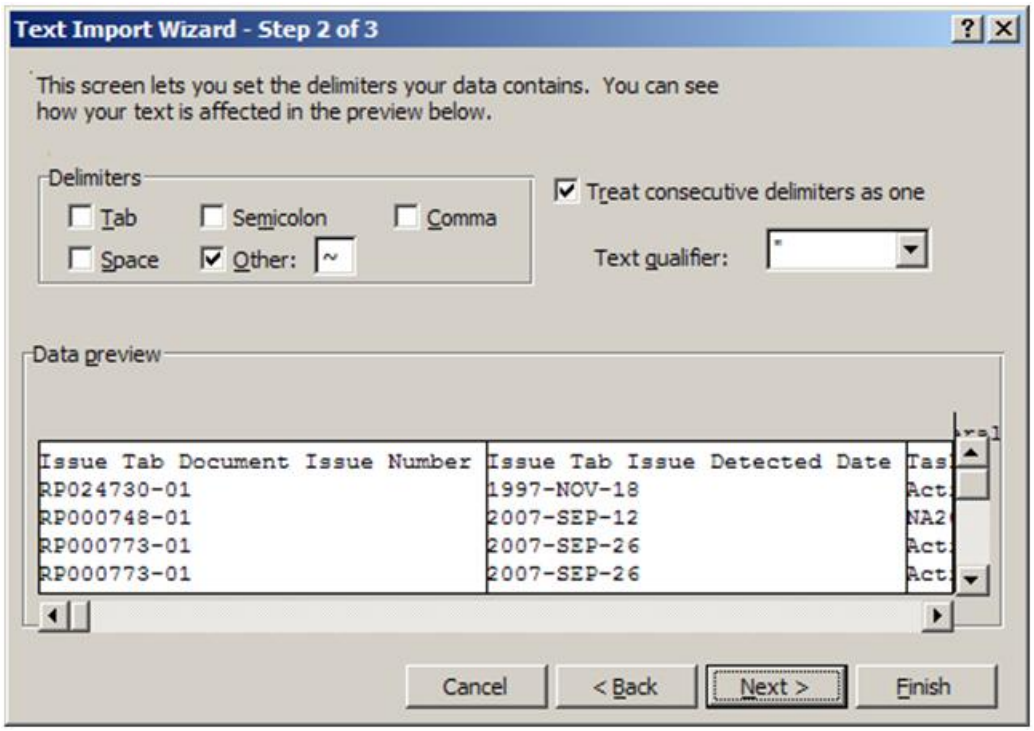

Figure 3
g. Configure the Text Import Wizard window (step 2 of 3) as shown (see Figure 3 as shown on next page). To do this, manually set the delimiters options to show a check next to the '**Other**' option and a '**Tilde**' is to be typed in the adjacent box. Additionally, check the box labeled '**Treat consecutive delimiters as one**'.